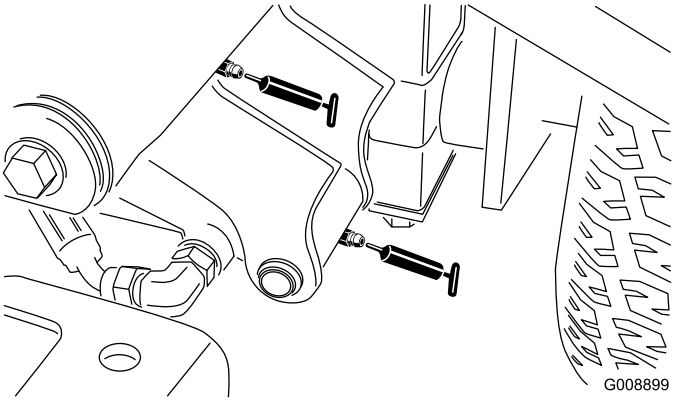

Figur 36
- Forreste venstre løftearms drejetap og løftecylinder (2) (Figur 36)